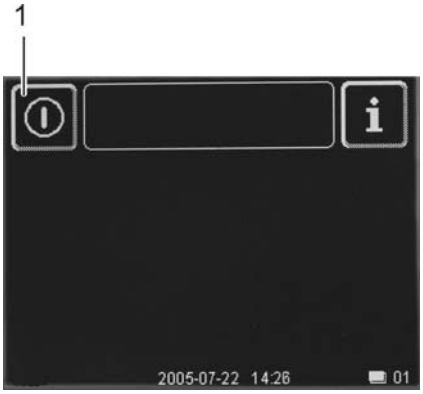

Рис. 01
- ⇨ Появляется рисунок 01.
- Нажмите на командное поле (1) и удерживайте его нажатым в течение около 2 секунд, пока не появится следующее экранное меню.